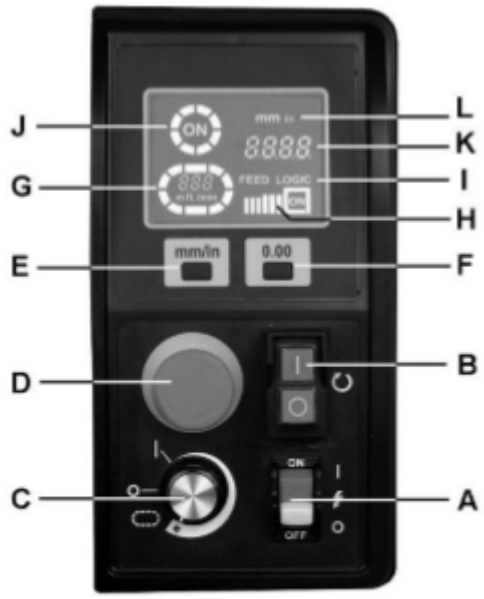

Рис. 16
На Рис. 16 приведена панель управления станка.
Чтобы запустить транспортер и увеличить скорость его движения поворачивайте регулятор (C, Рис. 16) по часовой стрелке - *Круговой индикатор (G) загорится и будем мигать по кругу. Внутри индикатора будет отображаться скорость транспортера.*
Опустите барабан до касания с заготовкой, затем нажмите кнопку сброса для задания нулевого положения барабана (F, Рис. 16), чтобы обнулить настройки высоты барабана по отношению к заготовке. Теперь для опускания барабана на нужное расстояние для каждого прохода нужно использовать маховик. Высота барабана отображается на дисплее (K).
Нажмите кнопку аварийного выключателя (D, Рис. 16), чтобы отключить все функции станка. При нажатом аварийном выключателе двигатель барабана останавливается, а индикатор «ON» («ВКЛ.») (J) на дисплее гаснет. Двигатель транспортера также останавливается, а круговой индикатор (G) мигает.
ВАЖНО: станок будет находиться в состоянии аварийного отключения до тех пор, пока аварийный выключатель не будет повернут по часовой стрелке для сброса. Перед повторным запуском станка регулятор скорости транспортера (C, Рис. 16) также должен быть снова установлен в положение OFF (ВЫКЛ.).
Система контроля подачи Feed Logic непрерывно отслеживает нагрузку на двигатель барабана и автоматически регулирует скорость двигателя транспортера, чтобы обеспечить максимальную скорость транспортера без перегрузки. Когда индикатор «Feed Logic» мигает и на дисплее загорается надпись «ON» (I, Рис. 16), значит, система контроля подачи зафиксировала слишком большую глубину шлифования и/или слишком высокую скорость подачи.